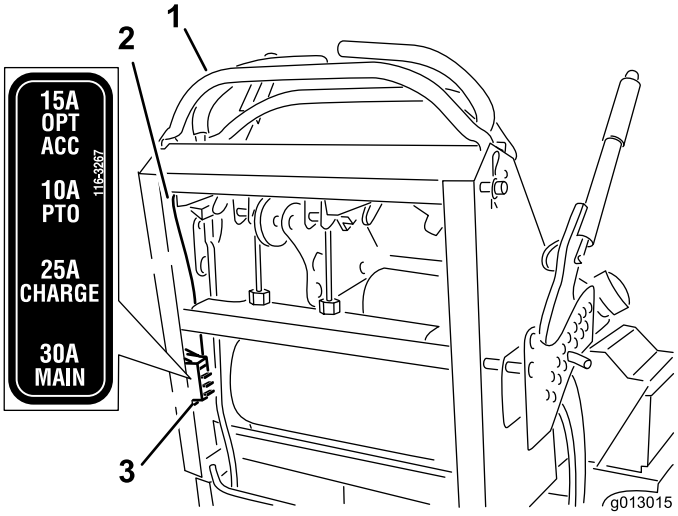

**Figuur 55**
2. trek de zekering eruit om deze te verwijderen en te vervangen (Figuur 55).